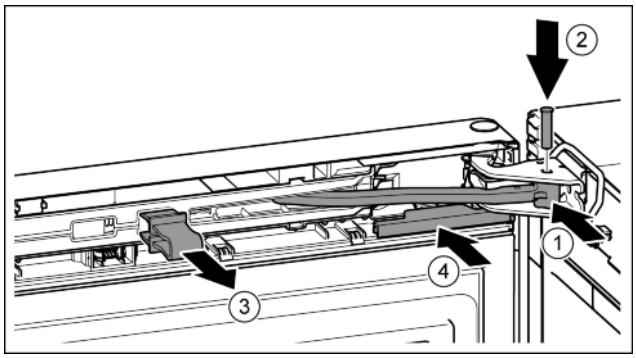

Fig. 25
- ▶ Turn the hinge in the bearing bracket. *Fig. 25 (1)*
- ▶ Insert the bolt in the bearing bracket and hinge. Make sure that the catch mechanism is sitting correctly in the groove. *Fig. 25 (2)*
- ▶ Remove the locking device. *Fig. 25 (3)*
- ▶ Slide on the cover. *Fig. 25 (4)*